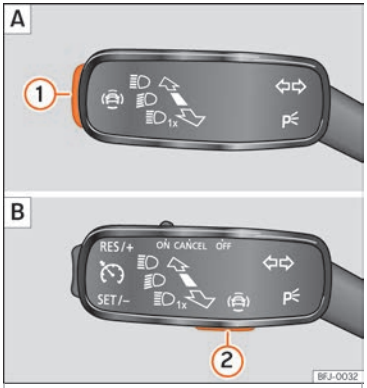

Abb. 81 Am Blinker- und Fernlichthebel: Taste für die Fahrerassistenzsysteme (modellabhängig).
• Taste ››› Abb. 81 ① oder ② kurz drücken, um das Menü **Assistenten** aufzurufen.